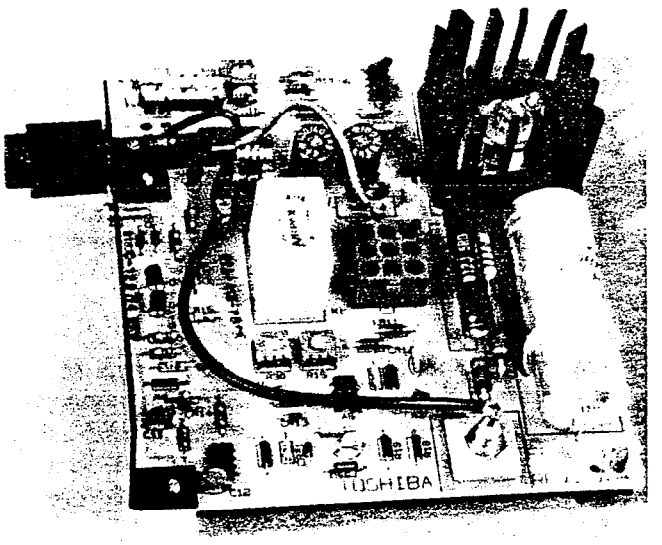

FIGURE 7—PBBU PCB
02.01 The power battery back-up unit (PBBU) in Figure 7 is an optional PCB which may be installed in the EPSA-104 to interface with two auxiliary 12 VDC batteries. In the event of an electrical power failure, the PBBU provides an automatic battery power source, permitting a typical STRATA system to continue normal operations for some time (in direct ratio with the type and size of the batteries chosen).
- The "Battery Override" switch (Figures 7 and 8) is placed in the ON position, or . . . .